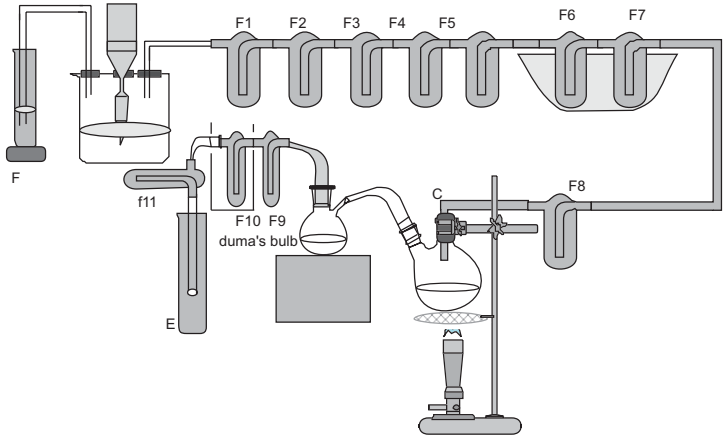

Fig. 9.4. The Duma's Experiment to Determine the Compsition of Water
Chemical Composition : To discuss the chemical composition of water we shall have to discuss a long story. In the year (1781-1784) Henry Cavendish, the famous English scientist first seperated water into two different elements - the hydrogen and oxygen (2 volumes of hydrogen and one volume of oxygen). Lavoisier also supported this theory. Cavendish performed the experiment of electrolysis and got these two gases. The following processes can determine the chemical composition ofwater, which is discussed below (Fig. 9.4).
The hydrogen is generated separately from Woulfs Bottle (A) in Fig. 9.4, which is then successively filtered in the tubes F_1 to F_7. The tube F_1 contains lead nitrate solution spread over broken pieces of glass to absorb hydrogen sulphide. The F_2 contains similar broken pieces of glass moistened with silver sulphate solution, which absorbs arsenic hydride, the next tube F_3 to F_5 contains potassium hydroxide, which removes acid vapour F_3 contains pumice stone soaked with potassium hydroxide solution, F_4 contains solid pieces of potassium hydroxide. F_6 and F_7 contain phosphorous pentoxide or pumice stone soaked with sulphuric acid to remove moisture. These are placed in freezing mixture and are followed by a smaller tube F_5 filled with phosphorous pentoxide, which serves as a guard tube. Dry copper oxide is placed in a hard glass tube C, connected by means of a delivery tube to receiver D, a bulb provided with a long neck containing calcium chloride. The bulb D collects the water formed, it is followed by a series of drying tube four in number F_9– F_{12}, F_9 consists of solid potassium hydroxide F_{10} consists of phosphorous pentoxide or sulphuric acid in pumice stone which is kept inside with freezing mixture. F_{11} are guard tubes containing phosphorous pentoxide or sulphuric acid, which serves as the moisture absorber from the